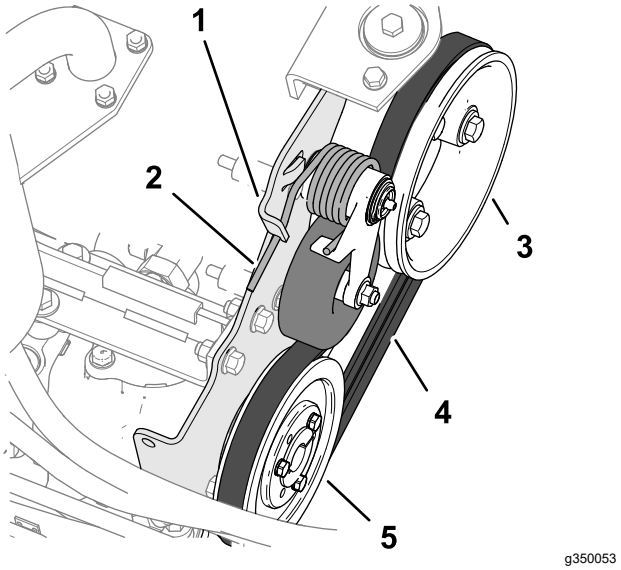

Figuur 85
2. Duw het einde van de riemspanveer naar benden en uit de inkeping in de lip van de pompbevestiging en beweeg het veeruiteinde naar voren (Figuur 85).